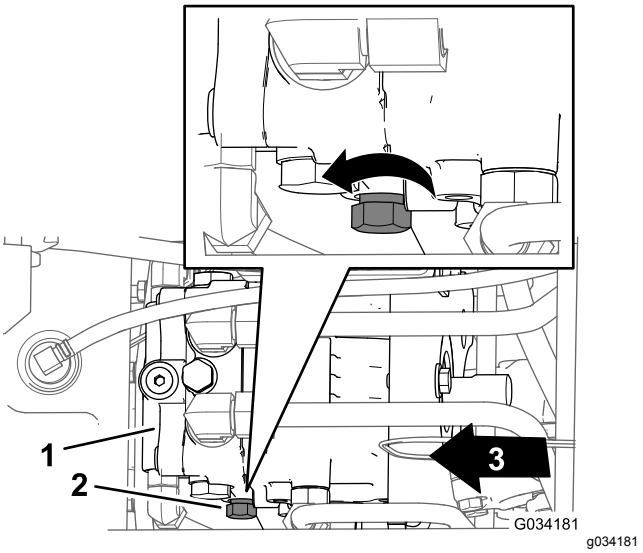

Figuur 32
2. De regelknop van de omloopklep bevindt zich aan de linkerkant van de hydraulische pomp (Figuur 32).
3. Draai de regelknop 3 omwentelingen linksom (Figuur 32).
1. De regelknop van de omloopklep bevindt zich aan de linkerkant van de hydraulische pomp (Figuur 32).
2. Draai de regelknop (Figuur 32) rechtsom tot u weerstand voelt (de omloopklep is gesloten).